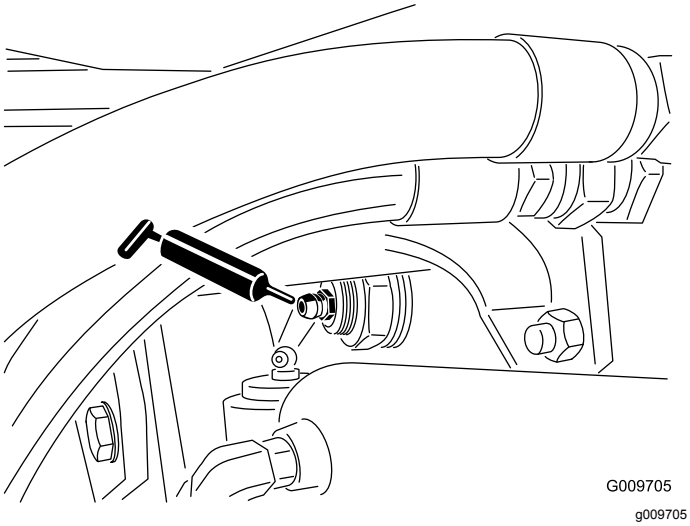

Figur 59
- Bakakselens tapphylser (2) som vist i Figur 59)